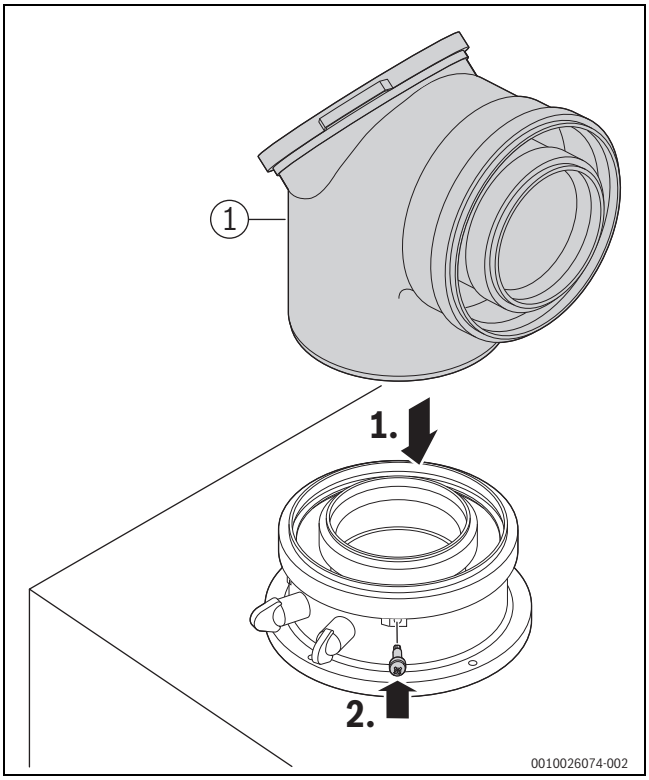

Fig. 29 Insérer les accessoires de fumisterie et fixer avec une vis.
- ▶ Raccorder les accessoires de fumisterie (→ fig. 29, [1]). Respecter pour cela la notice d'installation des accessoires de fumisterie.